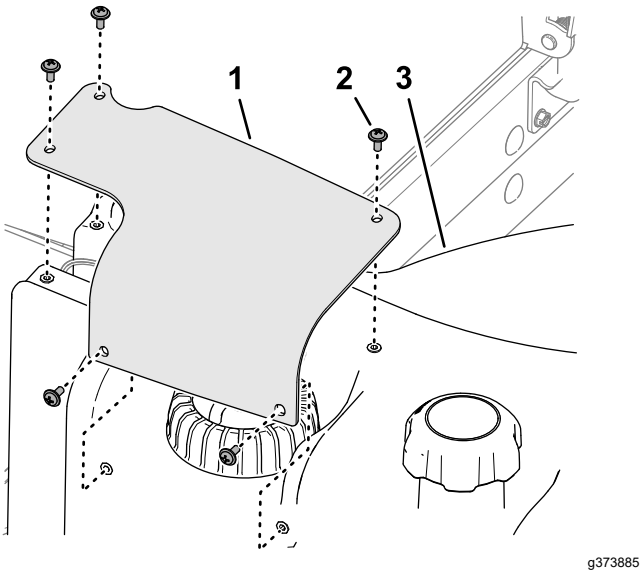

Figura 126
7. Aliniai orificiile capacului transmiătorului pentru combustibil cu orificiile rezervorului de combustibil i fixai capacul pe rezervorul de combustibil cu cele 5 uruburi cu cap Phillips (Figura 126).